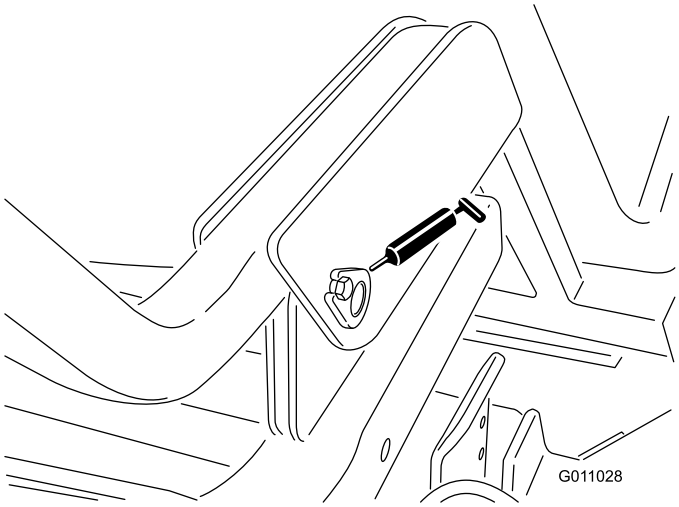

Figur 32
- Beholderaksel (nedre) (2) (Figur 32).